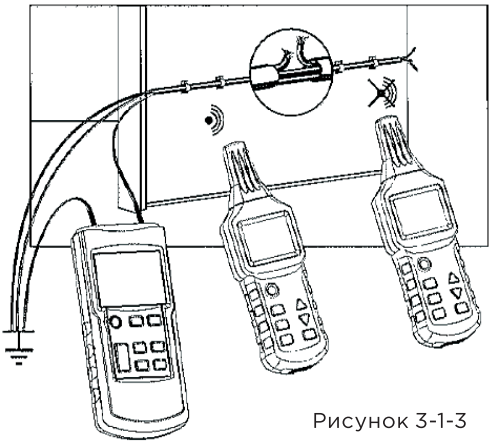

Рисунок 3-1-3
• Все линии, не занятые в измерении, должны быть подсоединены к вспомогательному заземлению (Рисунок 3-1-3).